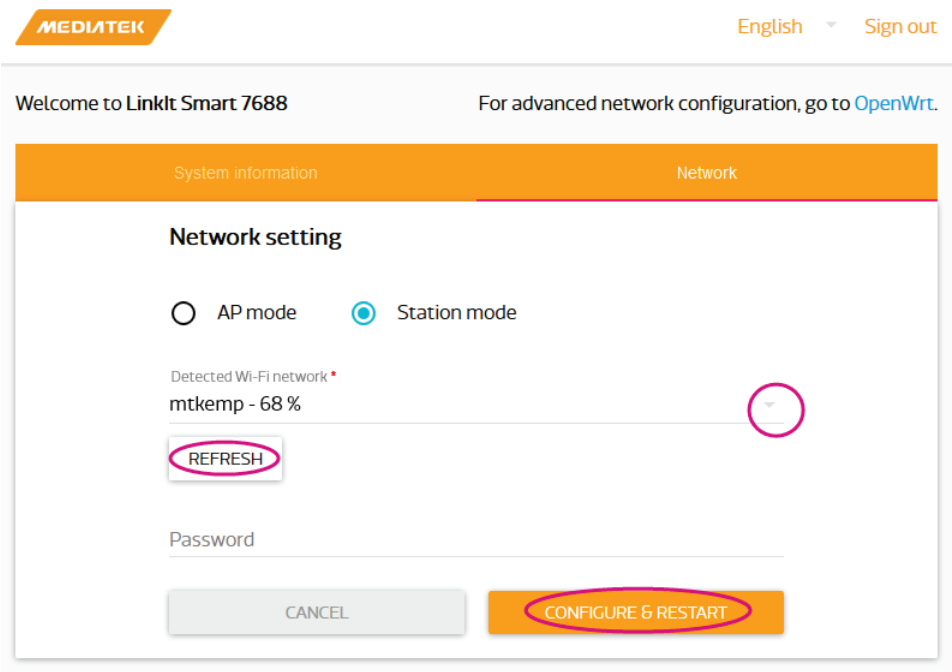

Figure 21 Changing to Station mode in Web UI
2) Select the **station mode** and click the **Refresh** button or **downward arrow** on the right to find the AP to connect to. After you've selected the AP, enter password if required. Click **Configure & Restart** button to finish as shown in Figure 21.